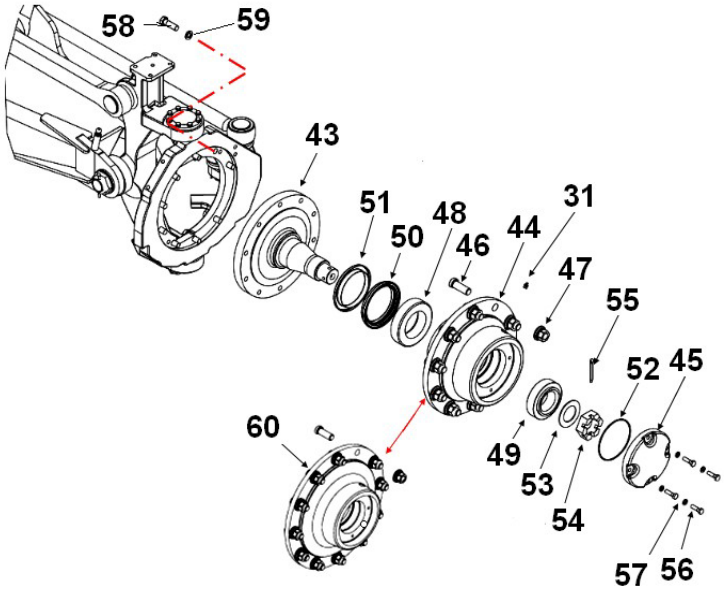

Figura 7
Conforme ilustrado na figura 7, instale o eixo dianteiro item (43) qtd. 01na flange lado direito, item (5), usando parafuso M16 x 50 mm item (58) e arruela item (59) qtds. 09.
Conforme ilustrado na figura 7, usando uma bancada, instalar os rolamentos itens (48) e (49) qtd. 01, então instalar o anel vedador item (50) qtd. 01 e vedador item (51) qtd. 01 todos para o cubo dianteiro item (44) qtd. (01) para modelos 845 e 865 e / ou todos para o cubo dianteiro item (60) qtd. 01 para modelos 885
Conforme ilustrado na figura 7, com o conjunto do cubo já montado na bancada, posicionar, instalar todos os parafusos item (46) e porcas item (47), nos respectivos furos do conjunto do cubo (44) para fixação da roda.
Conforme ilustrado na figura 7, posicionar e instalar o conjunto do cubo da roda item (44) qtd 01, já completamente montado nos passos 39 e 40 para o eixo item (43) já montado no conjunto do eixo completo no passo (38)
Conforme ilustrado na figura 7, fixar e apertar o conjunto do cubo item (44) no eixo item (43) qty 01, usando a arruela item (53) qtd. 01, porca castelo item (54) qtd. 01 e contra pino item (55) qtd. 01.
Conforme posição figura 7, encher / abastecer a câmara do conjunto do cubo da roda item (44) com graxa Akcela molygrease e instalar o anel o-ring item (52) qtd. 01 junto com a tampa do cubo item (45) qtd. 01, usando o parafuso M10 x 35mm item (56) qtd. 01 e arruela item (57) qtd. 04.
Conforme posição ilustrada na figura 7, instalar a graxeira item (31) qtd. 01 na carcaça do cubo da roda item (44) / (60).